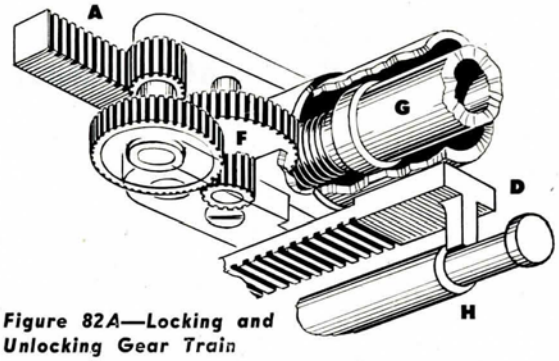
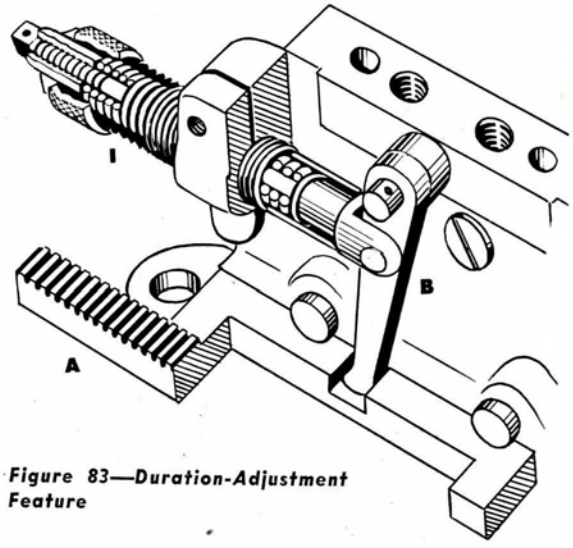
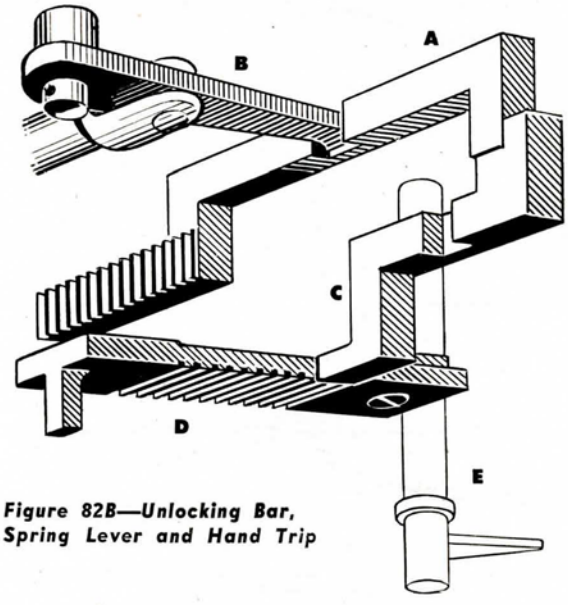

Figure 82A—Locking and Unlocking Gear Train
Figure 83—Duration-Adjustment Feature
Figure 82B—Unlocking Bar, Spring Lever and Hand Trip
The essential features of the spinning and unlocking mechanism are: (a) the spinning turbine and impulse mechanism, Figs. 80A, 80B, and 80C; (b) the centering feature, Fig. 81; (c) the locking and unlocking gear train, Figs. 82A and 82B; and (d) the spinning gear duration-adjustment feature, Fig. 83; also see Fig. 82B.
Figures 82A, 82B, and 83—Diagrammatic drawings illustrating operation of spinning and unlocking mechanism. (A) Unlocking rack, releases spinning shaft when thrust against "C"; (B) Spring lever, returns "A" to left after unlocking action; (C) Unlocking bar, releases "D" when moved to right by "A"; (D) Upper rack; (E) Hand trip, cam at top locks "C" against "D" and releases it when lever at bottom is moved by hand; (F) Reduction gear train, advances "A" to right as spinning shaft "G" revolves, until "C" is contacted; unlocking of mechanism then releases "A" for return; spinning shaft and sleeve with rack "D" snap to unlocked position, "D" carrying "H" with it; (G) Spinning shaft; (H) Centering pin; (I) Duration-of-spin adjustment; through lever "B", positions rack "A" so more or less teeth are engaged by pinion of gear train "F", controlling time required to advance rack to unlocking point.